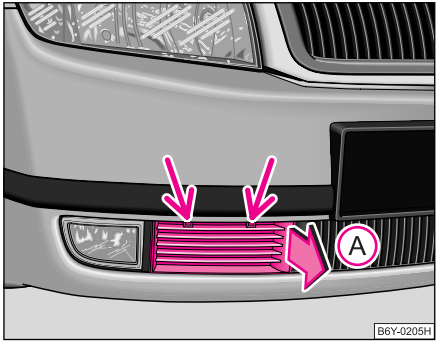

Fig. 160 Bara de protecție față: Grilajul protector
– Introduceți şurubelnița în deschizătura grilajului (lângă nr. de înmatriculare) ⇒ fig. 160 şi apăsați în jos, apăsând astfel arcul de siguranță al grilajului. Concomitent, prindeți cu o mână marginea grilajului (săgeata (A)) şi desprindeți grilajul.